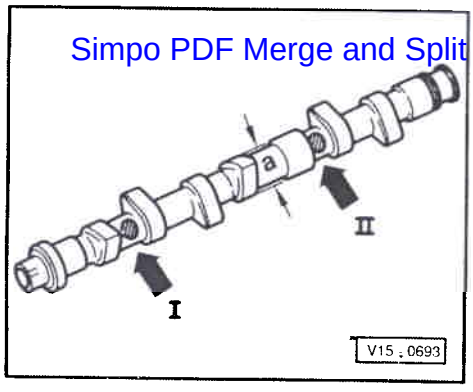

Fig. 4 Repérage de l'arbre à cames, calage de la distribution
- ♦ Repérage et calage de la distribution ⇒ fig. 4